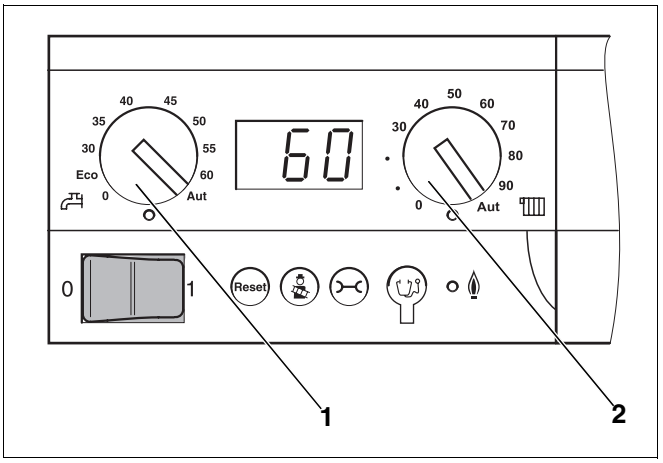

Bild 36 Basiscontroller Logamatic BC10
- Drehknopf für „maximale Kesseltemperatur“ (Bild 36, **Pos. 2**) und Drehknopf für „Warmwasser-Sollwert“ (Bild 36, **Pos. 1**) auf „Aut“ stellen.